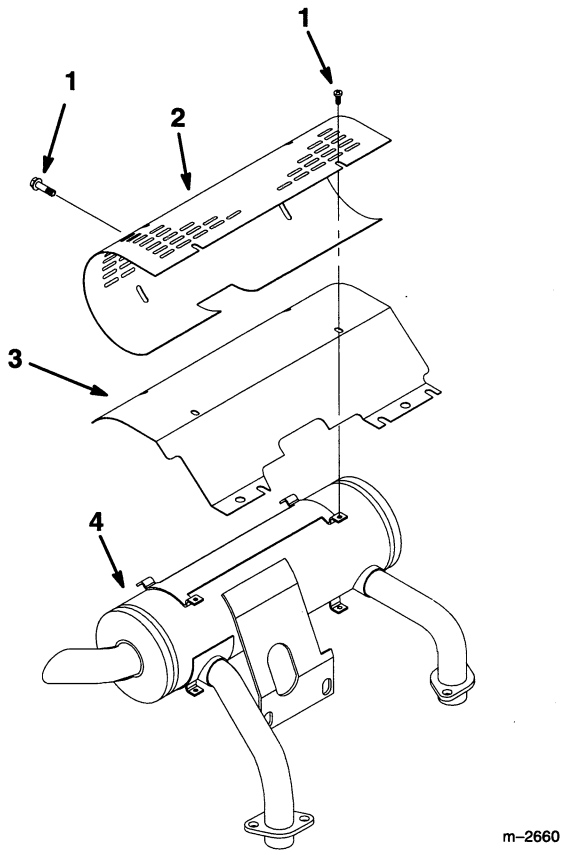

Figure 1
1. Open the hood and disassemble the old heat shield from the muffler (Fig. 1).
2. Fasten the new heat shield to the muffler using the six #10–24 screws removed in step 1 above (Fig. 1).